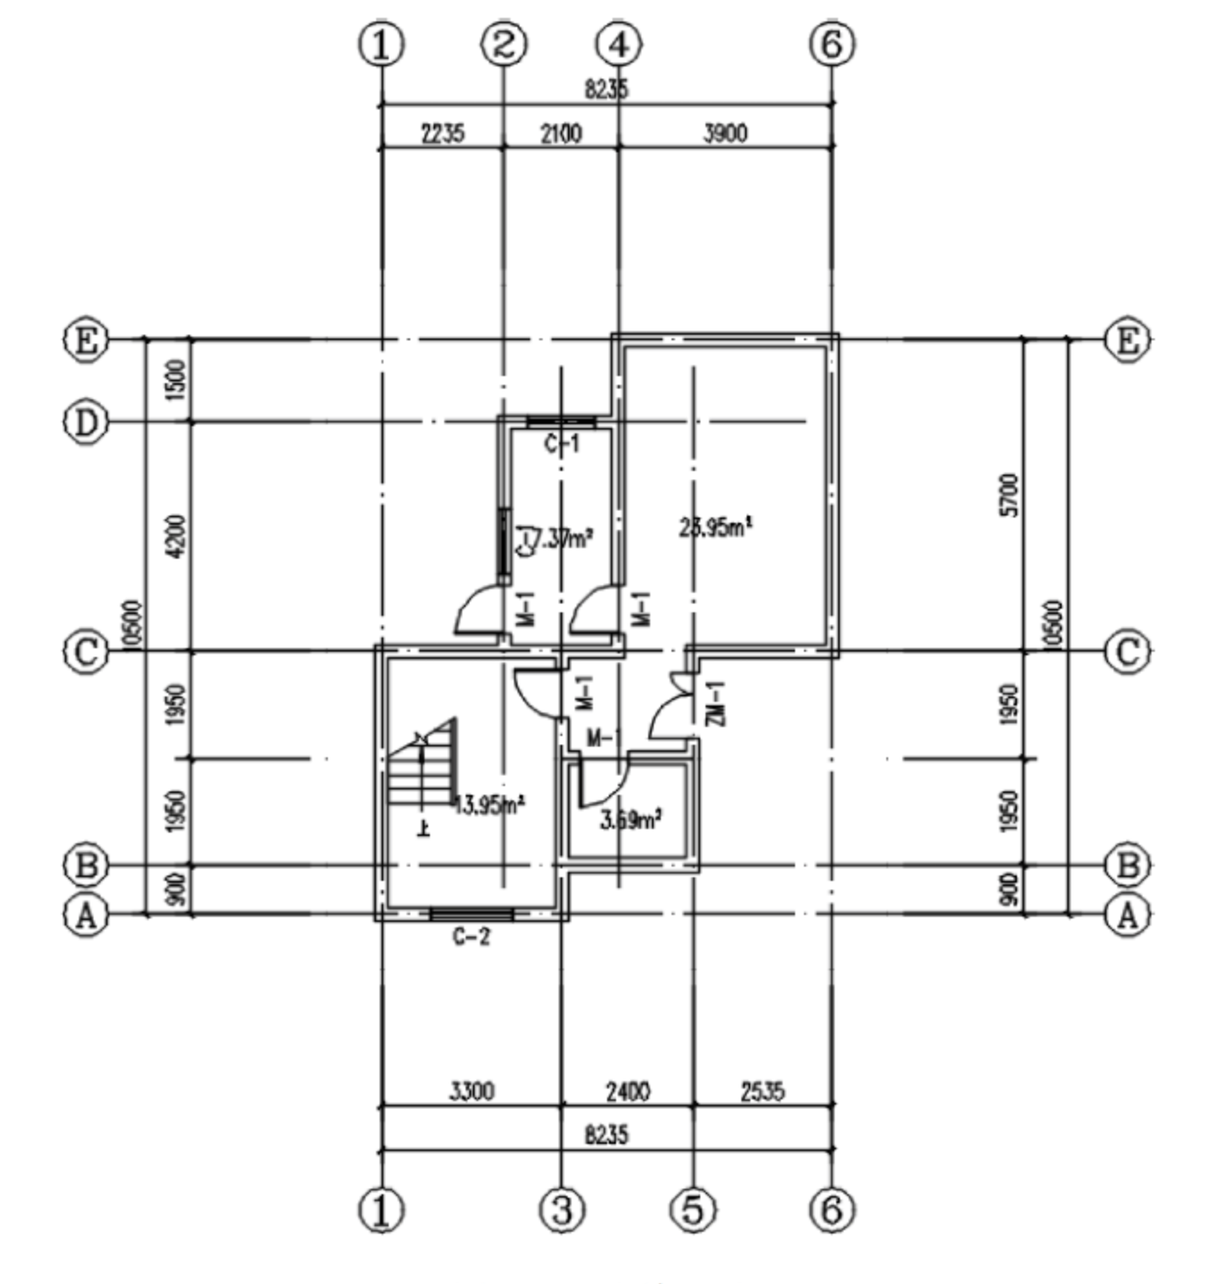

图 9-9 查询面积
查询面积如图 9-9 所示。
(1) 打开墙体门窗，如图 9-9 所示，单击“查询面积”命令，去除“生成房间对象”的勾选，勾选“面积单位”，如图 9-10 所示，命令行提示如下。
绘制结果如图 9-9 所示。